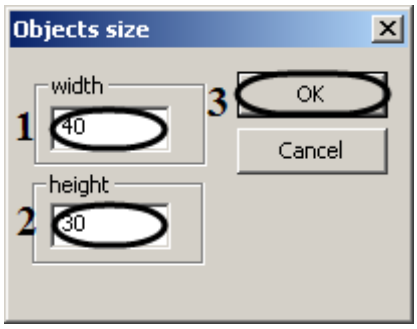

Figure 8.20-15 Objects sizes dialog window
3. Enter the size of the image:fields Width(sign's width) and Height(sign's height)– Figure 8.20-15, 1, 2. Sign's size is expressed in pixels.
4. Click Ok to save the changes (Figure 8.20-15, 3)